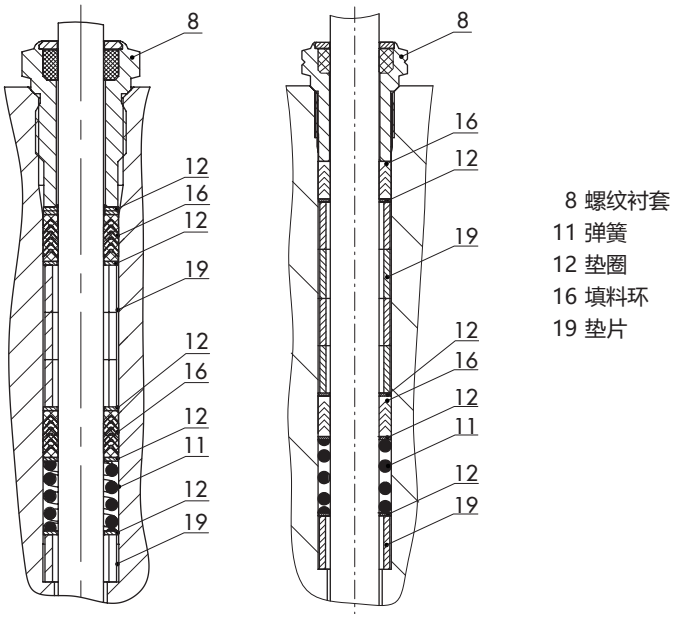

图9-3: *标准填料：NPS ½ 至 1½（左）与 NPS2 至 4（右）*
12. 使用合适的工具小心地将填料部件滑过阀杆进入填料腔。遵守合适的序列（请参见图9-3）。
13. 将阀芯 (5) 紧紧按入阀座 (4)。用阀体螺母 (14) 固定好阀盖 (2)。以交叉方式逐渐拧紧螺母。遵循拧紧扭矩。
14. 拧入并拧紧螺纹衬套 (8)。遵循拧紧扭矩。
15. 将支架 (3) 放在阀盖 (2) 上并使用槽形螺母 (92) 紧固。
16. 将锁紧螺母 (10) 和阀杆接头螺母 (9) 松散地拧到阀杆上。
13. 将阀芯 (5) 紧紧按入阀座 (4)。用阀体螺母 (14) 固定好延长段 (21)。以交叉方式逐渐拧紧螺母。遵循拧紧扭矩。
15. 将支架 (3) 放在延长段 (21) 上并使用槽形螺母 (92) 紧固。
16. 使用合适的工具小心地将填料部件滑过阀杆进入填料腔。遵守合适的序列（请参见图9-3）。
17. 将阀芯 (5) 紧紧按入阀座 (4)。用阀体螺母 (14) 固定好阀盖 (2)。以交叉方式逐渐拧紧螺母。遵循拧紧扭矩。
18. 拧入并拧紧螺纹衬套 (8)。遵循拧紧扭矩。
19. 将支架 (3) 放在阀盖 (2) 上并使用槽形螺母 (92) 紧固。
20. 将锁紧螺母 (10) 和阀杆接头螺母 (9) 松散地拧到阀杆上。
16. 使用合适的工具小心地将填料部件滑过阀杆延长件进入填料腔。遵守合适的序列（请参见图9-3）。
17. 将阀芯 (5) 紧紧按入阀座 (4)。用阀体螺母 (14) 固定好延长段 (21)。以交叉方式逐渐拧紧螺母。遵循拧紧扭矩。
19. 将支架 (3) 放在延长段 (21) 上并使用槽形螺母 (92) 紧固。